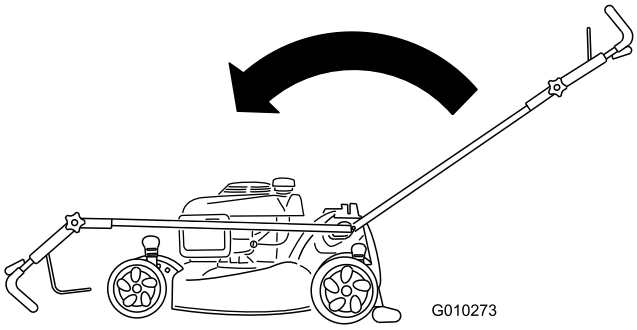

Figur 51
2. Flyt håndtaget hele vejen fremad og løsn den øverste håndtagsknap (Figur 51).